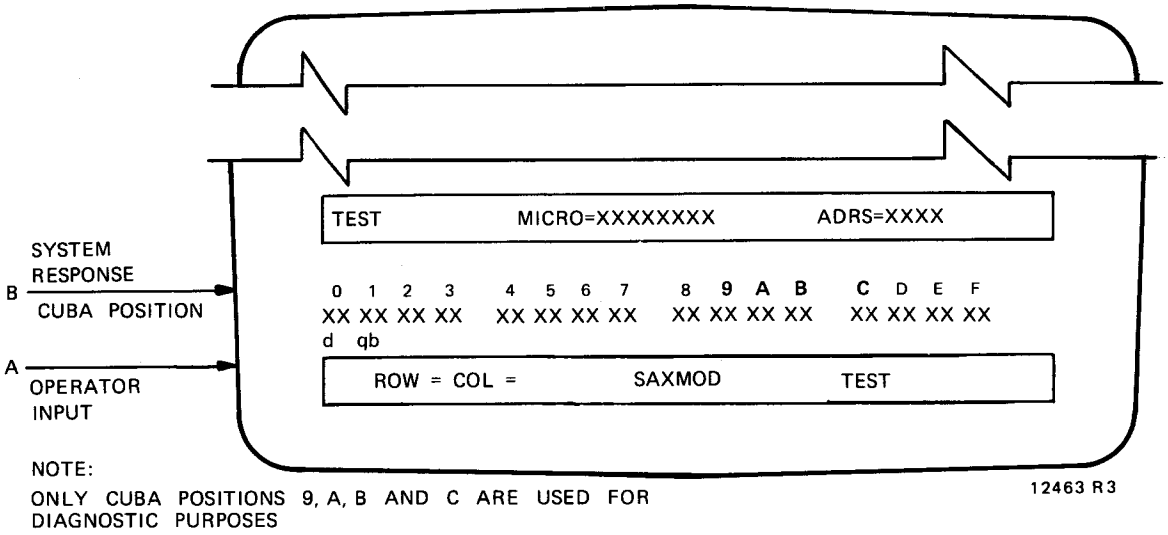

Figure 2-5. Processor Control Unit Bit Array (CUBA) Display
6. CUBA is displayed on the console screen as illustrated on figure 2-5.
4. CUBA is displayed on the console screen as illustrated on figure 2-5.